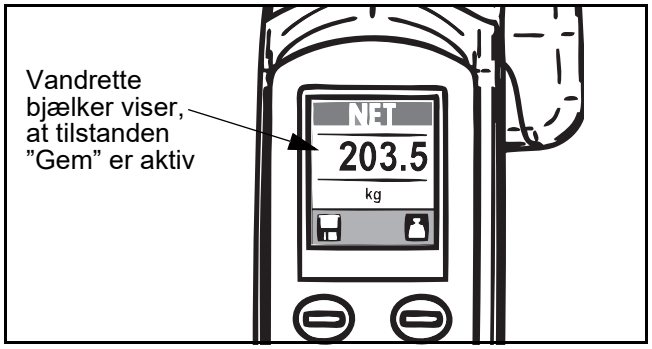

Fig. 65
5) Tryk på knappen Gem, hvis nettovægten skal gemmes i hukommelsen. Vandrette søjler vises over og under cifrene på skærmen for at vise, at gemmefunktionen er aktiveret. ”Gem” vil forblive aktiv, indtil der trykkes på gem-knappen igen (se Fig. 65).